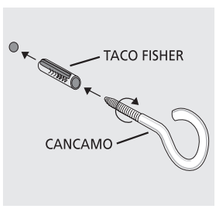

fig. 7
2. Introduzca el taco fisher en la perforación y luego enrosque el cáncamo, como se muestra en la **fig. 7** (el taco fisher y el cáncamo vienen pegados en el espaldar de la cocina).